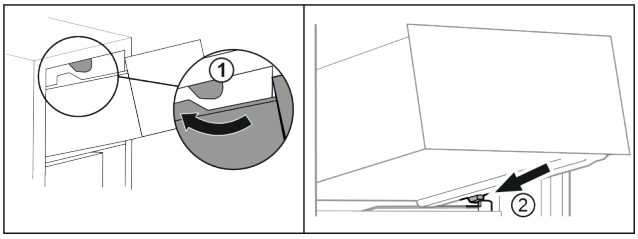

Fig. 97
▶ Duceți sertarul în jurul opritoarelor superioare. *Fig. 97 (1)*
▶ Așezați sertarul oblic în spatele opritoarelor inferioare pe nervura recipientului. *Fig. 97 (2)*